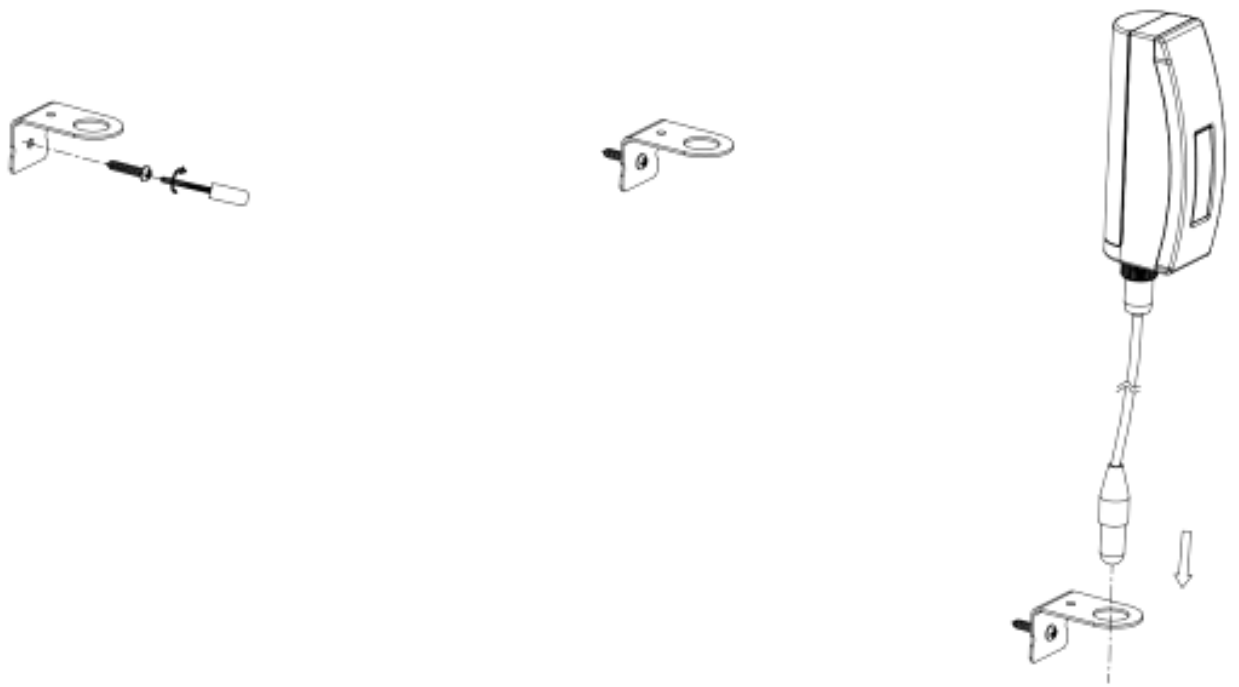

Figure 3-1: Sensor mounting
- Use a screw (Screw ST D3.2*M2.0*6) to fix the bracket on the wall, and then insert the probe through the hole of the bracket, as shown on figure 3-1: